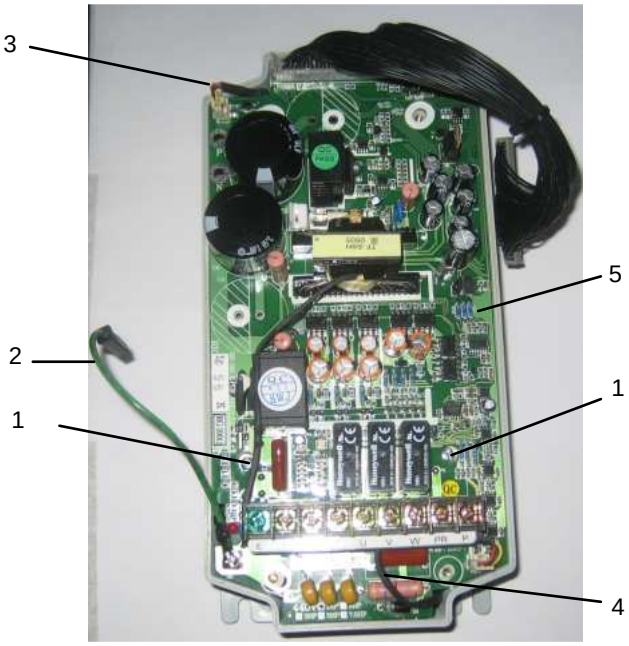
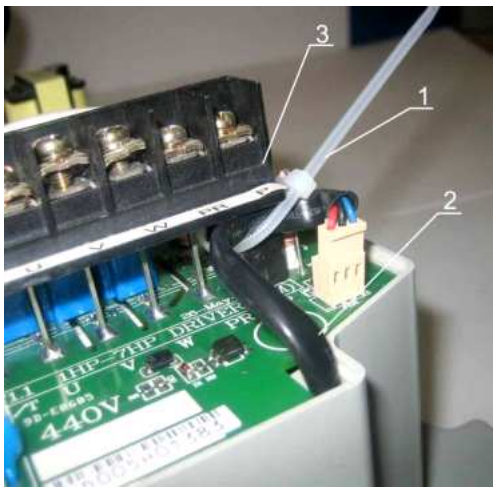

Рис. 6.8
Рис. 6.10
6.4.3. Разрезать стяжку 1 (рис. 6.10), отсоединить от платы драйверов разъемы кабелей вентиляторов (рис. 6.8, 6.10).
6.4.4. Выкрутить два винта 1 крепления матрицы IGBT (рис. 6.8), демонтировать силовую часть (плату драйверов вместе с матрицей IGBT).
Выкрутить два винта 1 крепления матрицы IGBT (рис. 6.8), демонтировать силовую часть (плату драйверов вместе с матрицей IGBT).